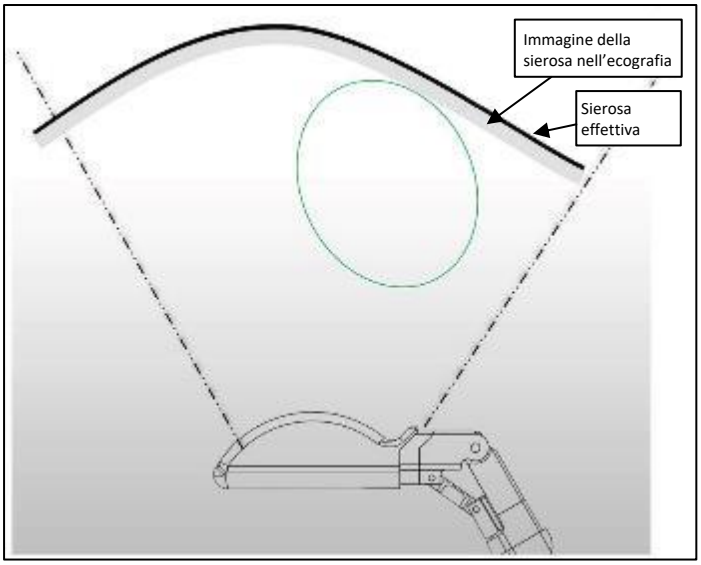

Figura 4-13 L'immagine ecografica della sierosa può essere ispessita verso il trasduttore, a causa dello spessore finito degli strati
- Tenere sempre il confine di sicurezza termica (ellisse esterna verde) entro il margine della sierosa, al fine di conservare un margine di sicurezza. A causa delle proprietà degli ultrasuoni, il margine della sierosa uterina potrebbe presentare un bordo "spesso" nell'immagine ecografica. Per evitare di causare lesioni agli organi adiacenti alla sierosa, il confine di sicurezza termica non deve mai estendersi oltre la porzione interna della sierosa stessa (vedere la-Figura 4-13).